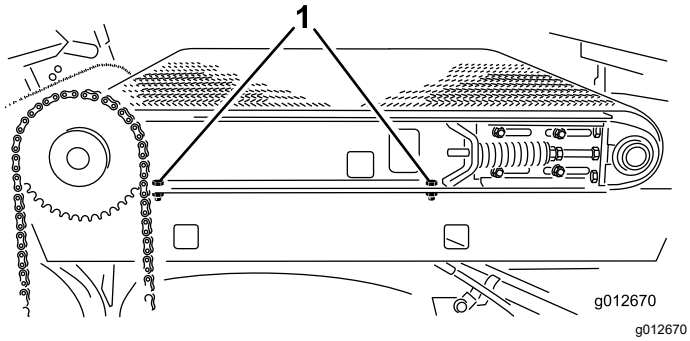

**Figur 33**
4. Lossa de två huvudskruvarna på maskinens högra sida som fäster glidflaksskenan vid den högra stänkskärmen (Figur 33). Kontrollera att huvudskruvarna är tillräckligt lösa för att glidflaket ska kunna tippas.